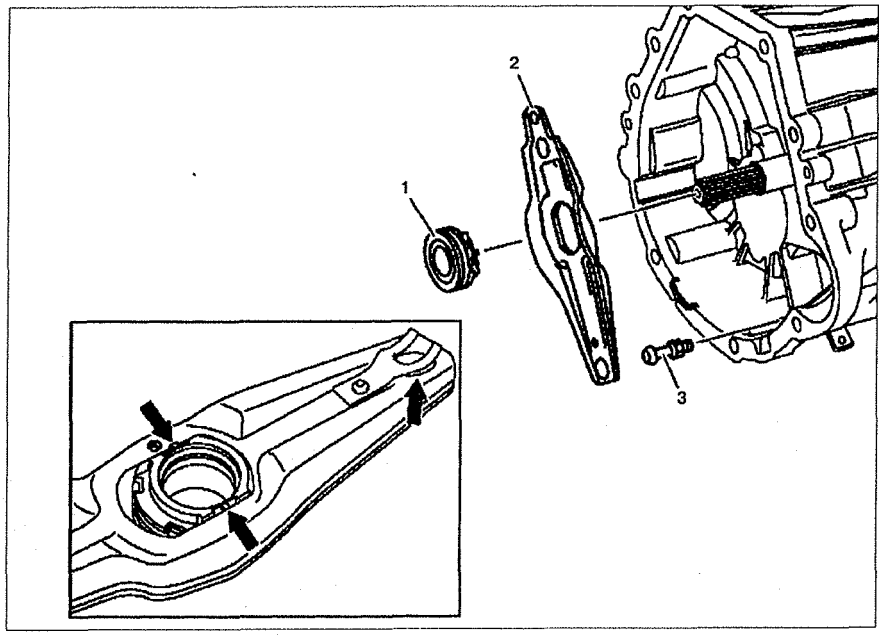

Рис. 6.3. Рычаг выключения сцепления (только на автомобилях с двигателями 111.948 и 601.970):
2. Снимите рычаг выключения сцепления **2** вместе с подшипником выключения сцепления **1** с корпуса сцепления. Снимите рычаг выключения сцепления **2** со стороны рабочего цилиндра так, чтобы болт со сферической головкой **3** мог быть снят без повреждений пружины **(стрелка)** (см.рис.6.3).